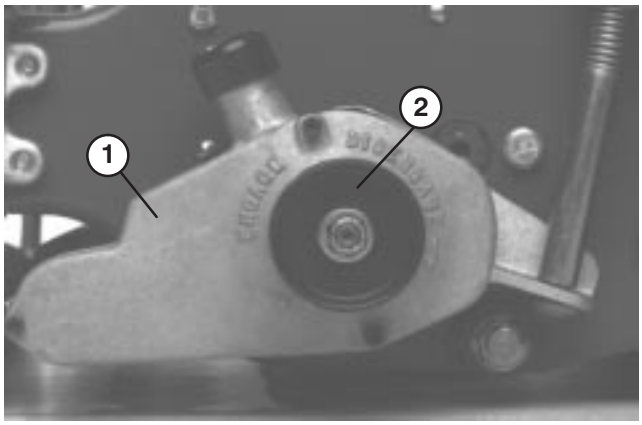

Figure 12
20. Reinstall the clutch housing cover to clutch housing, using the (3) socket head screws and lock–washers previously removed (Fig. 12).
21. Reinstall the clutch engagement knob to the clutch assembly with two allen head set screws, previously removed (Fig. 12).